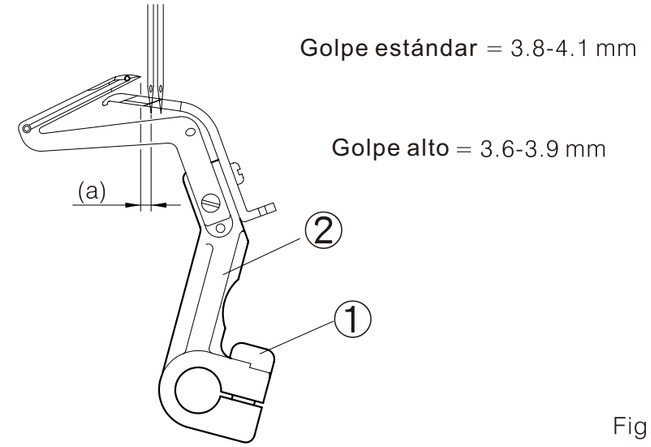

Fig. 17
(3) Cuando el bucleador inferior se mueva hacia el punto mas a la izquierda, El espacio (a) desde la punta del bucleador inferior al centro de la aguja (para modelos de doble aguja, tome la aguja izquierda como referencia estándar) debe estar ajustado según el estándar como indica lo siguiente grafica. (Fig. 17)